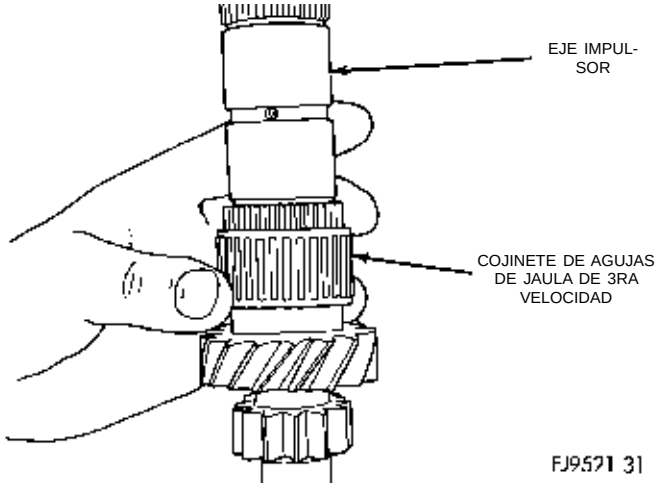

Fig. 89 Cojinete de agujas de jaula de 3ra velocidad
(11) Retire el cojinete de agujas de jaula de 3ra velocidad (Fig. 89). Verifique el cojinete de agujas de jaula para detectar un posible muelle de retención roto.
(12) Inspeccione el eje impulsor para detectar posibles pistas de rodamiento de cojinetes desgastadas o